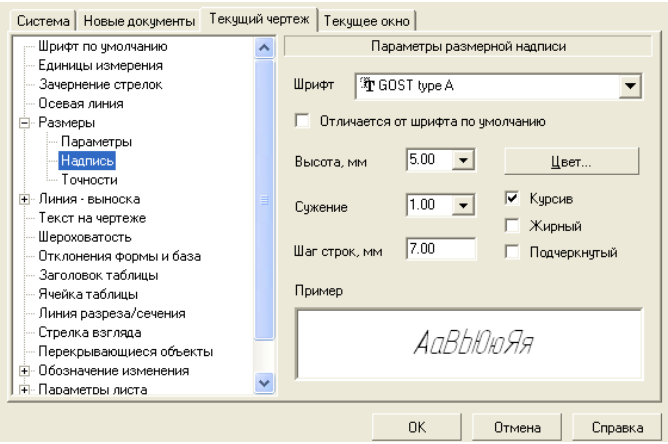

Рисунок 8.9 – Диалоговое окно Параметры с открытой вкладкой Текущий чертеж и панелью Параметры размерной надписи
– щелкните в дереве элементов на вкладке *Текущий чертеж по пункту Размеры*, а затем *по пункту Надпись*. В правой части появится панель *Параметры размерной надписи*, показанная на рисунок 8.9.